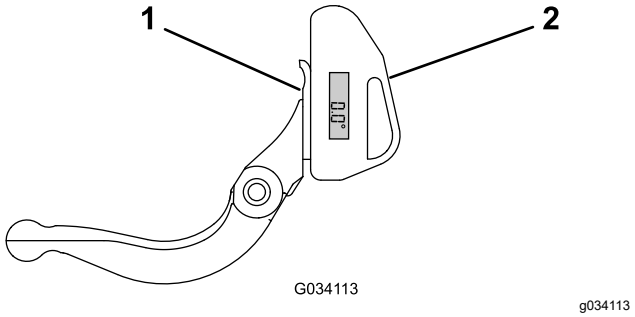

Figuur 27
1. Plaats de hoekindicator op de onderkant van het ondermes zoals getoond in Figuur 27.